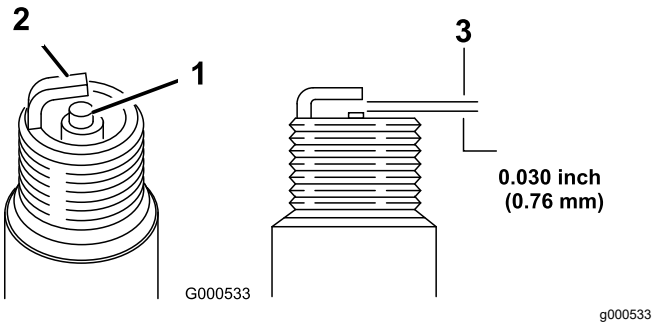

Figure 30
5. Réglez l'écartement des électrodes à 0,76 mm (0,030 po); voir Figure 30.